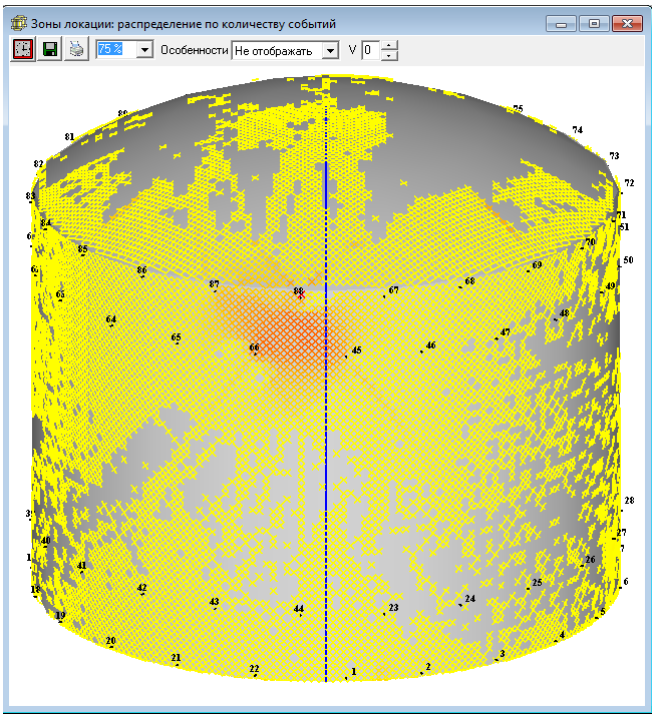

Рис. 121 «Зоны локации: распределение по количеству событий».
3. После завершения построения графика локации, откроется окно «Зоны локации: распределение по количеству событий» (рис. 121).